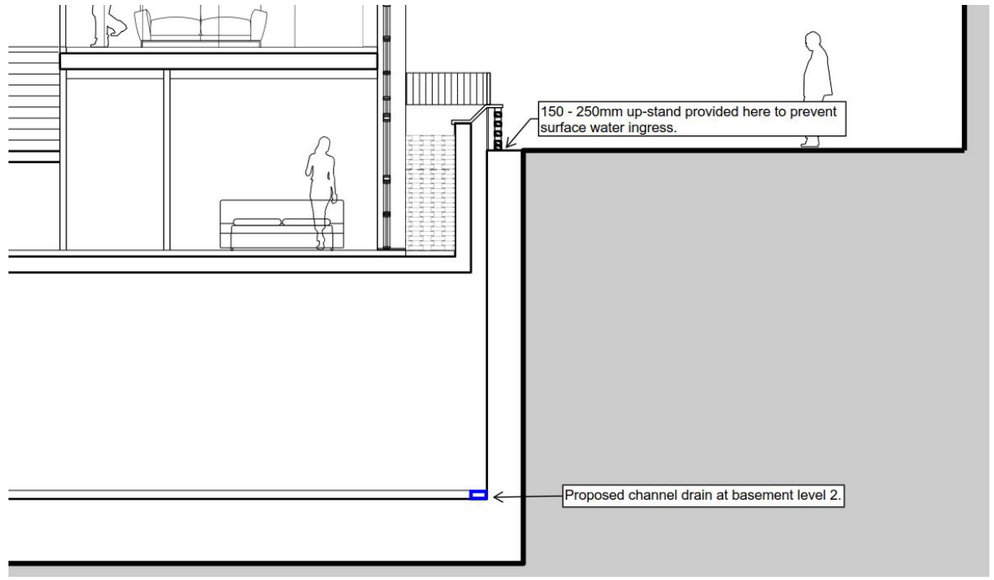

Figure 6 – Proposed light well section
Figure 6 below is an extract from AHMM drawing 15068 (00)_P301 P01 DRAFT.